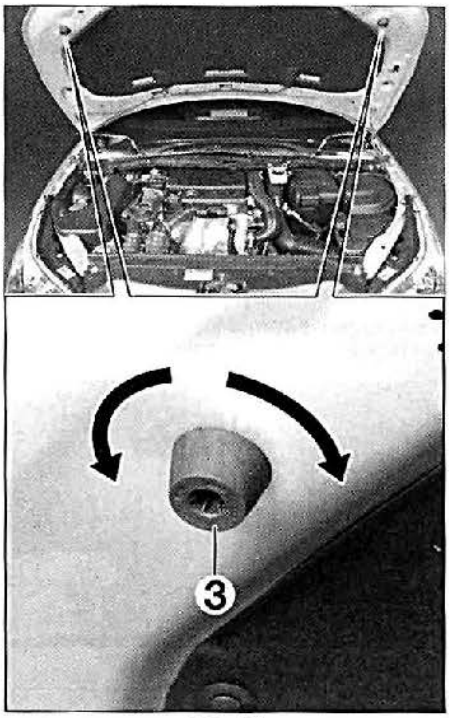

FIG. 21
• Ajustar los juegos y rebases con el tope de reglaje (3) **(fig. 21)**.